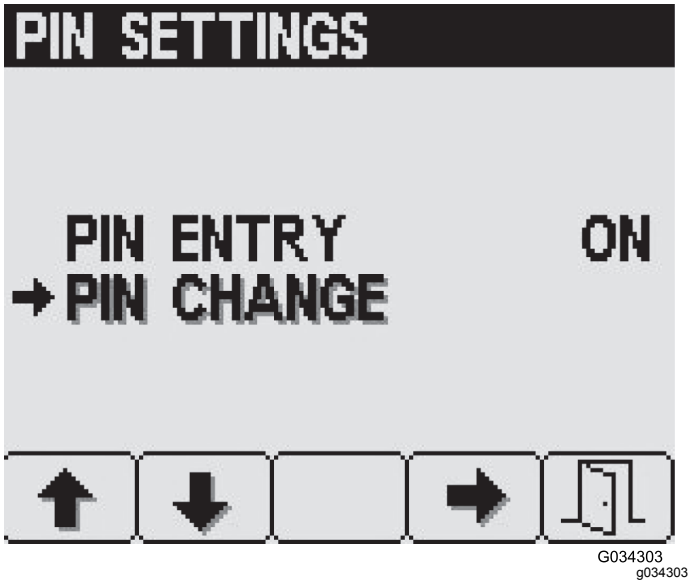

図 27
3. PIN 設定画面でボタン2を何度か押して PIN 変更PIN Changeへ移動し、ボタン4でそれを選択する図 27。